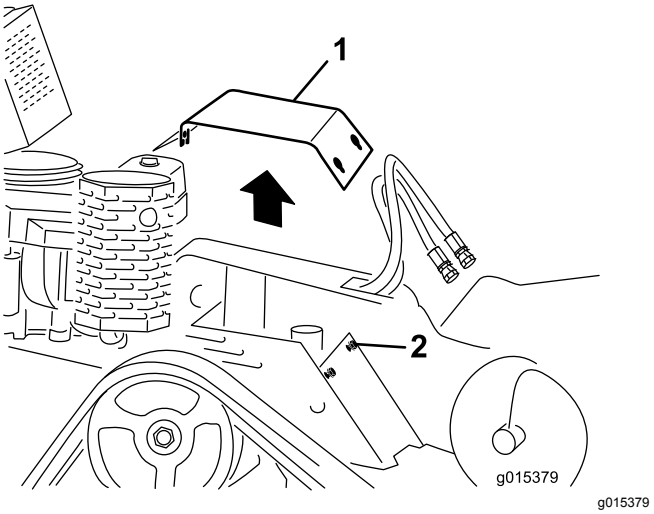

**Figuur 25**
3. Draai de 3 bouten waarmee de afdekplaat aan het frame bevestigd is één voor één los tot de plaat los is (Figuur 25).
2. Schuif de afdekplaat op haar plaats en bevestig met de 3 bouten die u eerder losgedraaid hebt (Figuur 25).